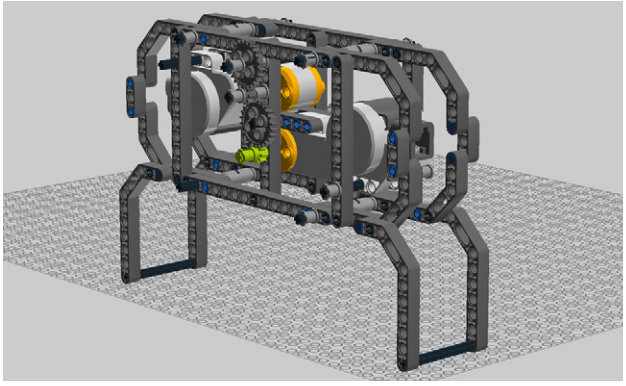

Figure 4-37. *Step 32: Connecting the cross axle to the lower motor's hub*
32. Connect the cross axle to the lower motor's hub, and make sure the lower two gears mesh. Figure 4-37 shows how it all connects.